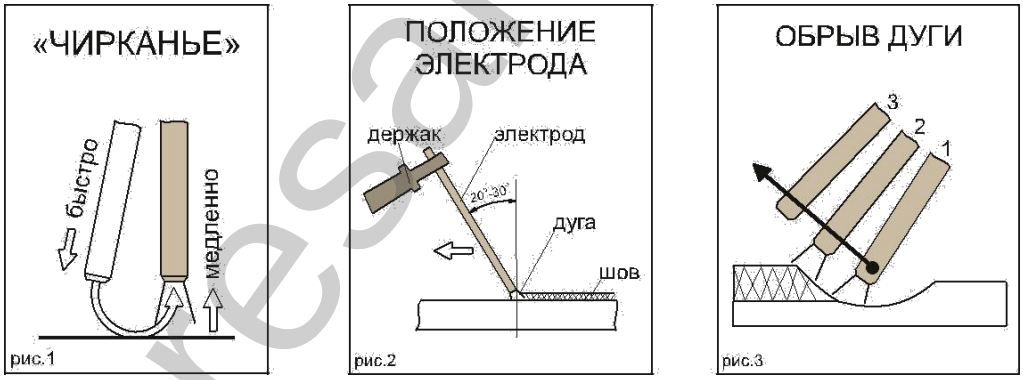

Рис. 16. Действия с электродом
3. Держа сварочную маску перед лицом, «чиркните» (рис.16 «Чирканье») электродом по поверхности свариваемой детали (как при зажигании спичкой). Данный метод наиболее продуктивный для зажигания сварочной дуги.
4. После зажигания дуги старайтесь сохранять расстояние между рабочей поверхностью (Вашей деталью) и электродом приблизительно равное диаметру самого электрода, примерно, 3 – 5 мм. Необходимо соблюдать это расстояние постоянно во время сварки. Угол наклона электрода от вертикальной оси должен быть от 20° до 30° (рис.16 «Положение электрода»).